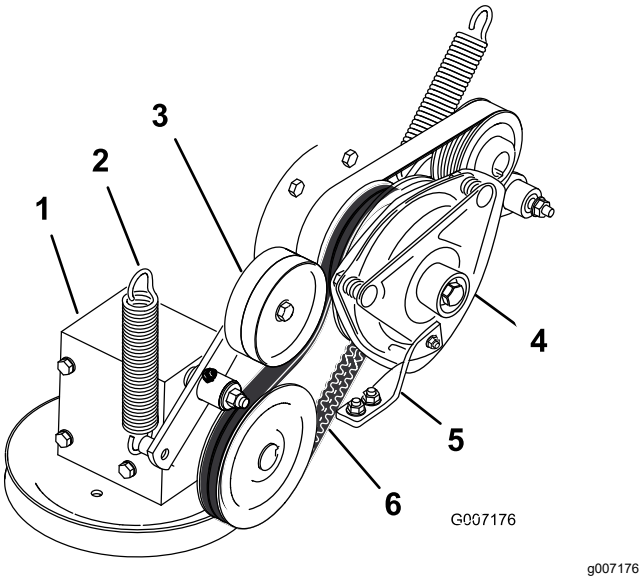

Figuur 88
4. Haal de veer van de arm van de spanpoelie (Figuur 88).
7. Leg de drijfriem van de aftakas om de koppelingspoelie en de poelie van de tandwielkast (Figuur 88).
9. Monteer de veer op de arm van de spanpoelie (Figuur 88).